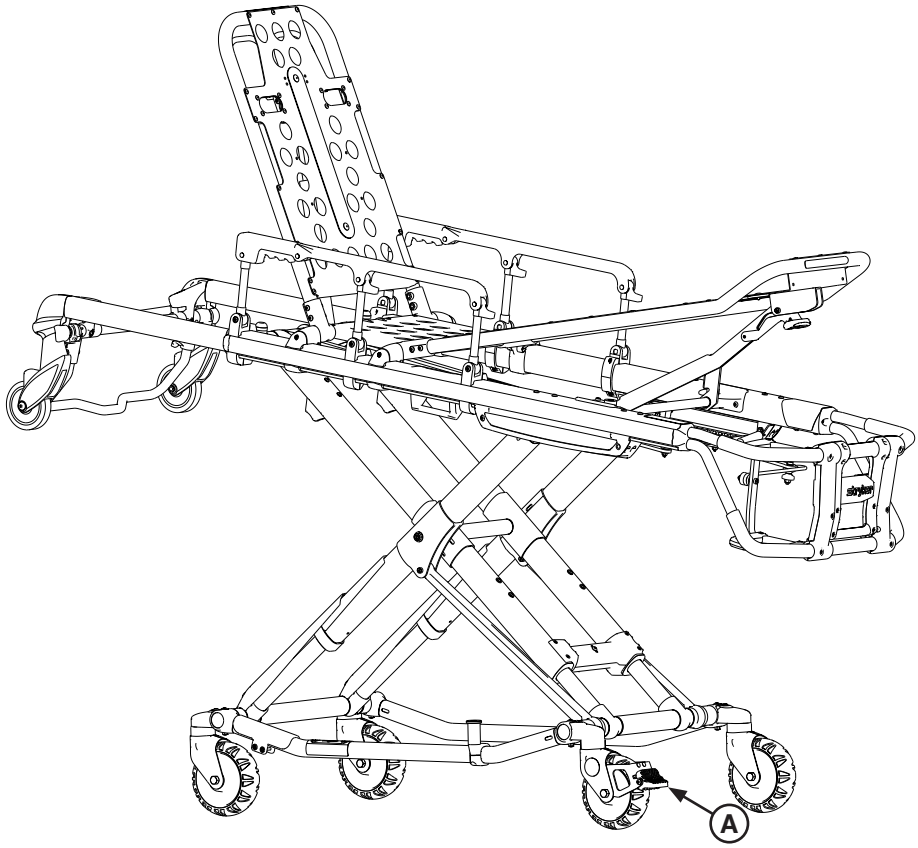

Figura 37
Para activar os travões de rodas opcionais, pressionar completamente o pedal (A) para baixo conforme ilustrado na Figura 37 até parar e estar firmemente assente contra a superfície da roda.